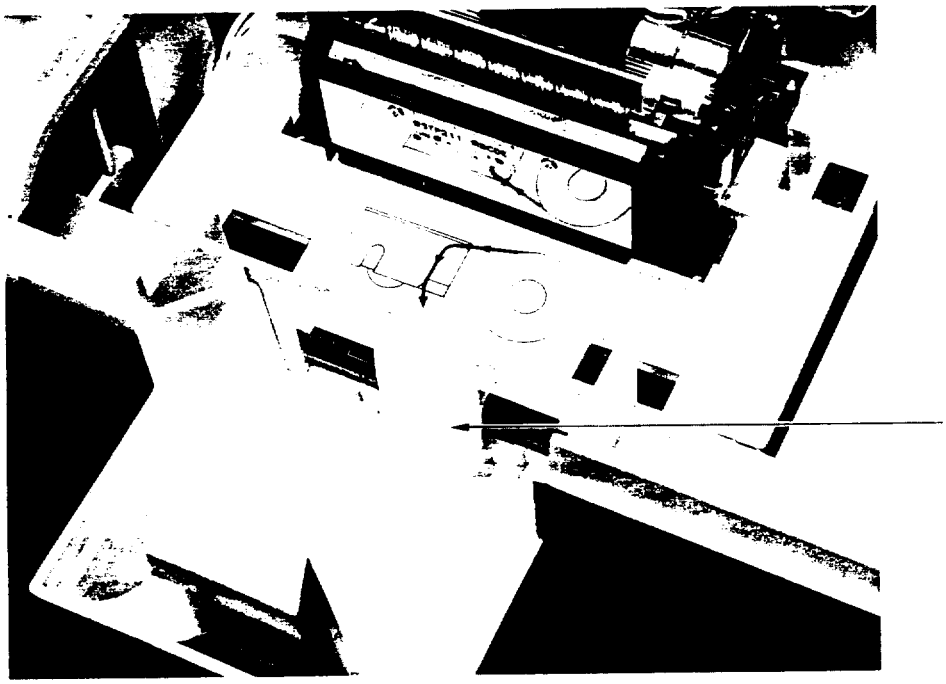

Figure 8-5
b. The module hooks under a ledge at the front and snaps into position at the back with a small lever (Figure 8-5). Press in on the lever at the back and lift up on the printer (Figure 8-6). Raise the module partially out of its cavity by lifting up and back.